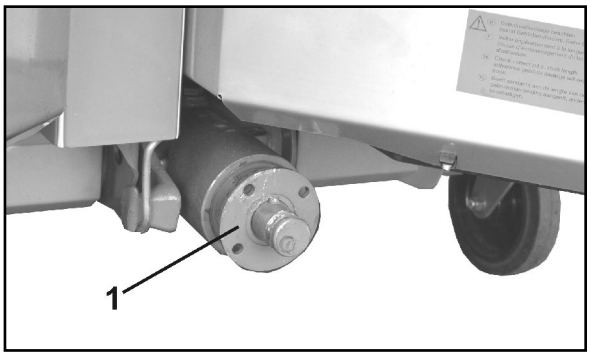

Fig. 36
1. Flanschbuchse (Fig. 36/1) mit einem Abzieher von der Getriebeeingangswelle abziehen.